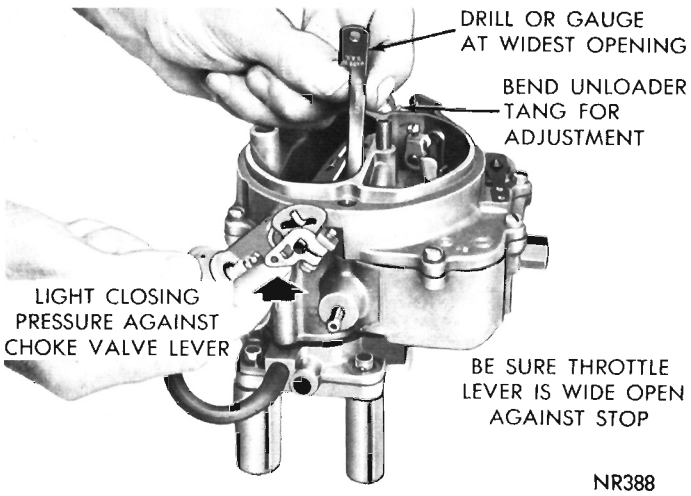

Fig. 12—Checking Choke Unloader Setting
(1) Hold throttle valves in wide open position. Insert specified drill (see Specifications) between upper edge of choke valve and inner wall of air horn. (Fig. 12.)